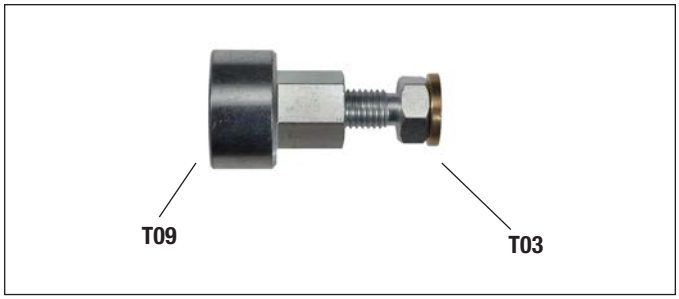
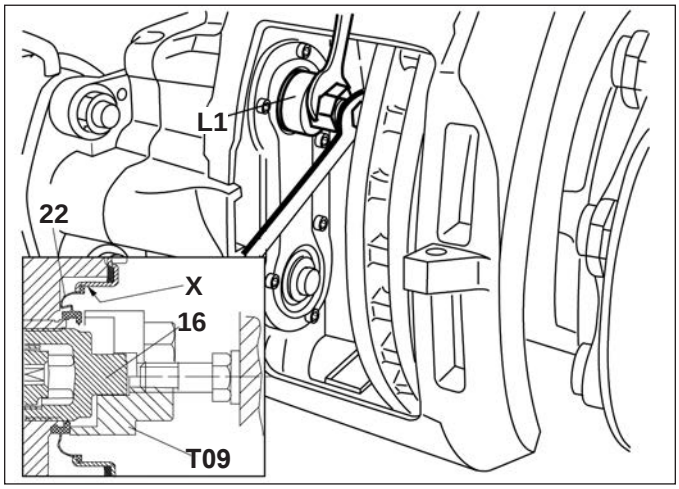

Figure 53 – On-Vehicle Inner Seal Tool (L1)
Figure 54 – On-Vehicle Inner Seal Installation
5.5.12 Position the replacement inner seal (22) over the threaded tube (16). *See Figures 53 and 54 for the tools and installation arrangement used.* Position the L1 (T03 + T09) with the short spacer (T03) in position as shown in Figure 54. Guide the tool over the end of the threaded tube (16). Install the new inner seal (22) into position by rotating the adjuster nut on the T03 portion of the tool, using an open-ended wrench.